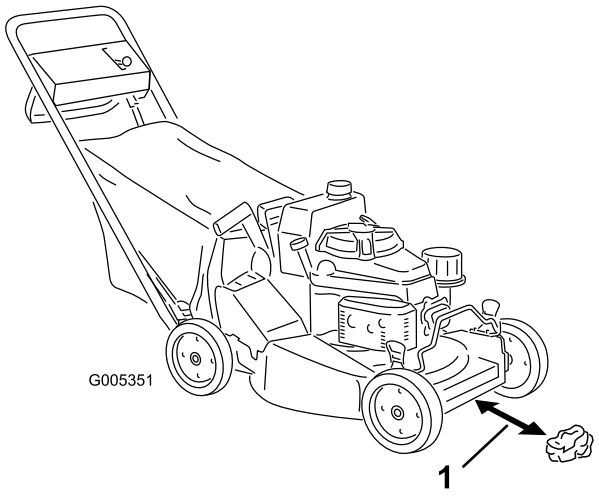
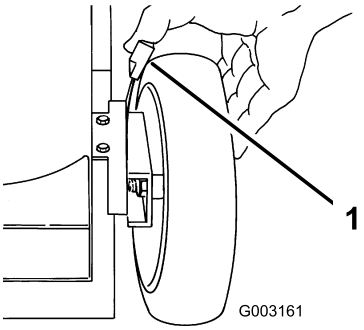

Figur 16
Figur 21
3. Ställ in samtliga fyra hjul på klippinställningen 64 mm (Figur 21).
4. För växelväljaren till neutralläget (N).
5. Ta en halv tidningspapperssida och knyckla ihop den till en boll som är liten nog att få plats under däcket (ca 76 mm i diameter) så som visas i Figur 16.
6. Placera tidningspappersbollen ca 12,7 cm framför gräsklipparen (Figur 16).
A. Placera tidningspappersbollen ca 12,7 cm framför gräsklipparen (Figur 16).
1. Dra hjulhöjdsjusteringsspaken mot hjulet (Figur 21) och flytta den till önskat läge.